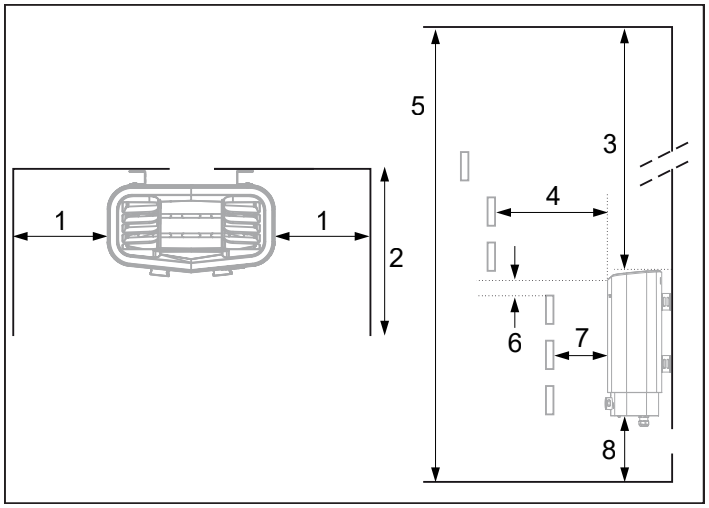

Fig 3: Placering av bastuaggregat - nischmontage (minsta tillåtna volym 4 m³)
- på samma vägg som dörren (endast i undantagsfall på sidoväggen, men då mycket nära dörrväggen). Aggregatet kan också placeras i nisch (se Fig 3).
Placera aggregatet på säkert avstånd till golv, sidovägg och inredning (se Fig 3).